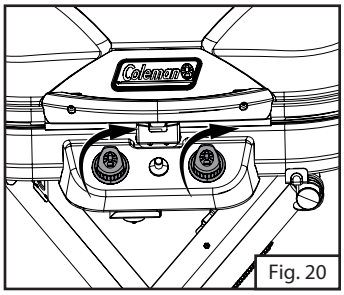

Fig. 20
1. Antes de conectar el cilindro de propano, asegúrese de que ambas perillas de mando estén cerradas. (Fig. 20)